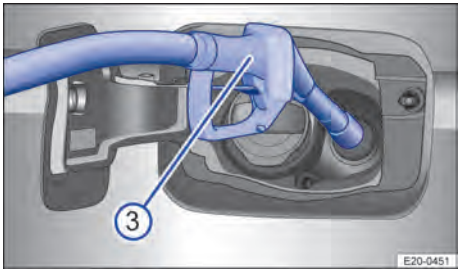

**Fig. 153** Repostar AdBlue con la pistola de un surtidor.
1. Para garantizar un repostaje óptimo, sujete la pistola del surtidor de AdBlue® con el asidero hacia abajo → fig. 153 ③.